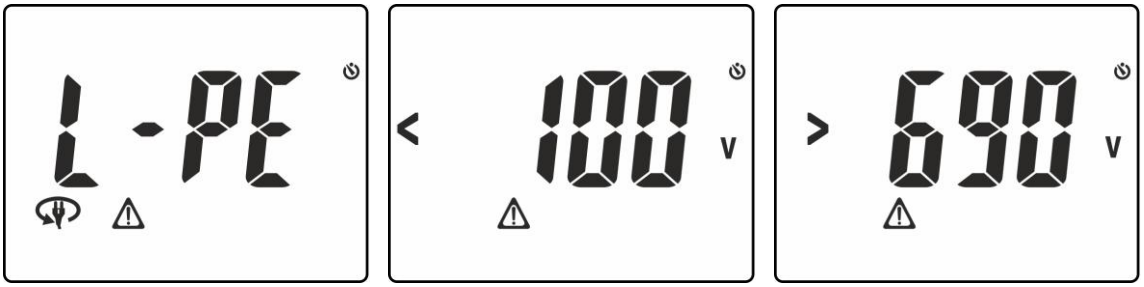
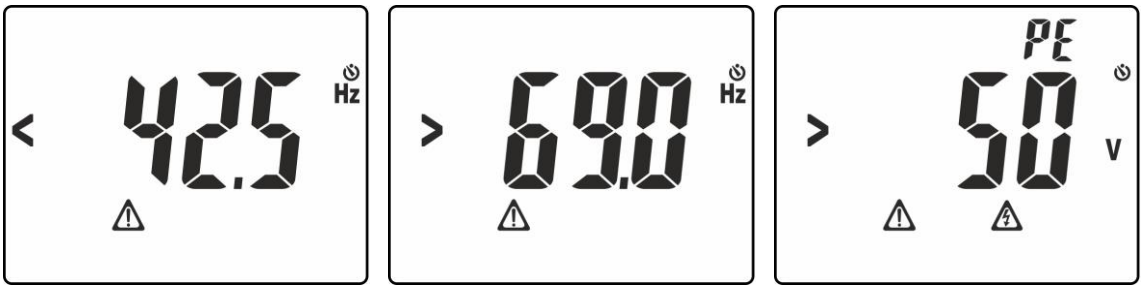
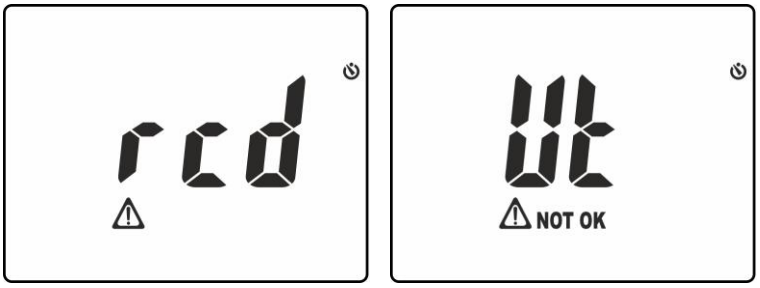

Fig. 19: Situations anormales quand on clique sur la touche **GO/HOLD** – Page-Ecran 1
Fig. 20: Situations anormales quand on clique sur la touche **GO/HOLD** – Page-Ecran 2
Fig. 21: Situations anormales quand on clique sur la touche **GO/HOLD** – Page-Ecran 3
10. Cliquer sur la touche **GO/HOLD** pour activer l'essai. Les pages-écrans relatives aux Fig. 19, Fig. 20 et Fig. 21 peuvent aussi s'afficher, pendant quelques secondes, pour signaler des conditions anormales dans lesquelles l'instrument n'exécute pas le test.
8. Cliquer sur la touche **GO/HOLD** pour activer l'essai avec polarité **0°**. Cliquer de nouveau sur la touche **GO/HOLD** avec symbole clignotant pour activer la polarité **180°**. Les pages-écrans relatives aux Fig. 19, Fig. 20 et Fig. 21 peuvent aussi s'afficher, pendant quelques secondes, pour signaler des conditions anormales dans lesquelles l'instrument n'exécute pas le test.